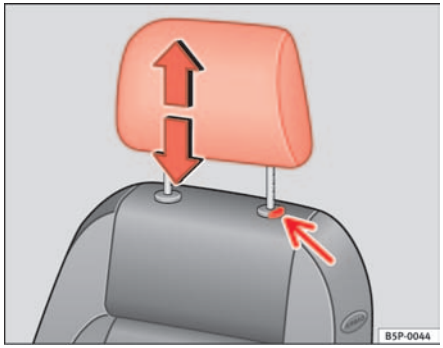

Fig. 93 Adjusting and removing the head restraints
– Press the button ⇒ fig. 93 (arrow).